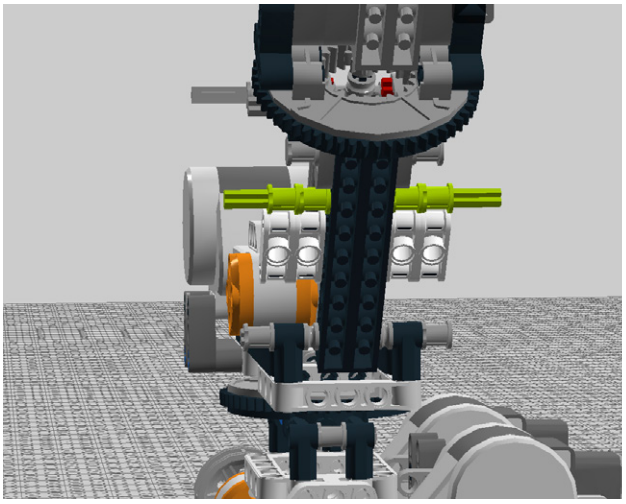

Figure 7-102. *Step 95: Adding a beam and securing the axle*
95. Add a 9M beam to the arm, using the holes in front of the quartet of cross blocks. Secure the axle with four bushes. Figure 7-102 shows this.